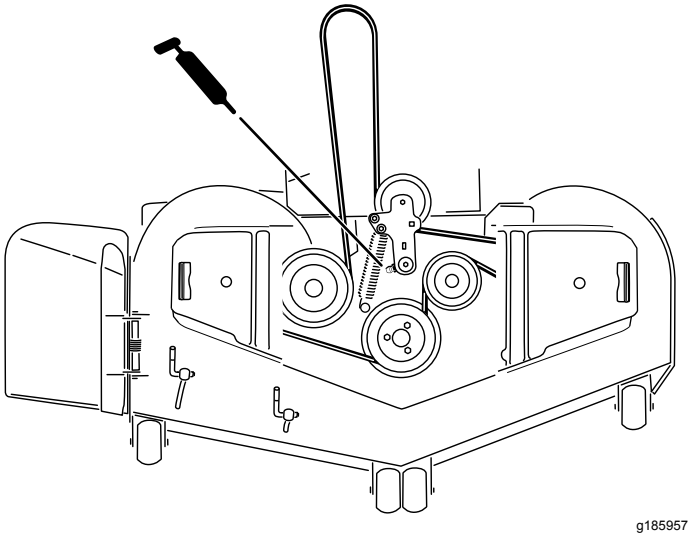

Figure 48
5. Grease the mower deck idler-pulley pivot until grease comes out the bottom (Figure 48).
6. Grease the drive-belt idler arm (Figure 48).